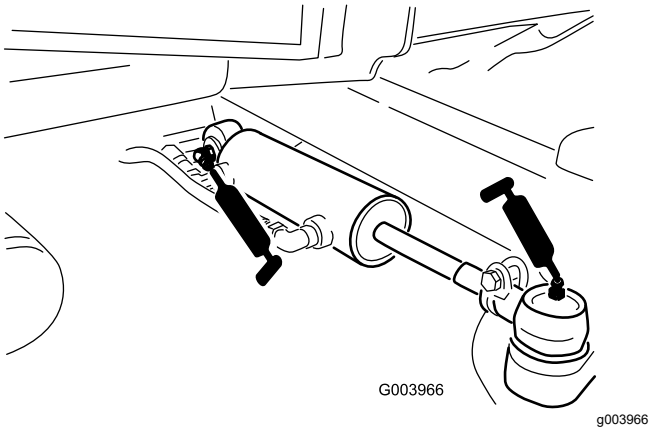

**Figuur 79**
- Kogelverbindingen van stuurcilinder (2) (Figuur 79)